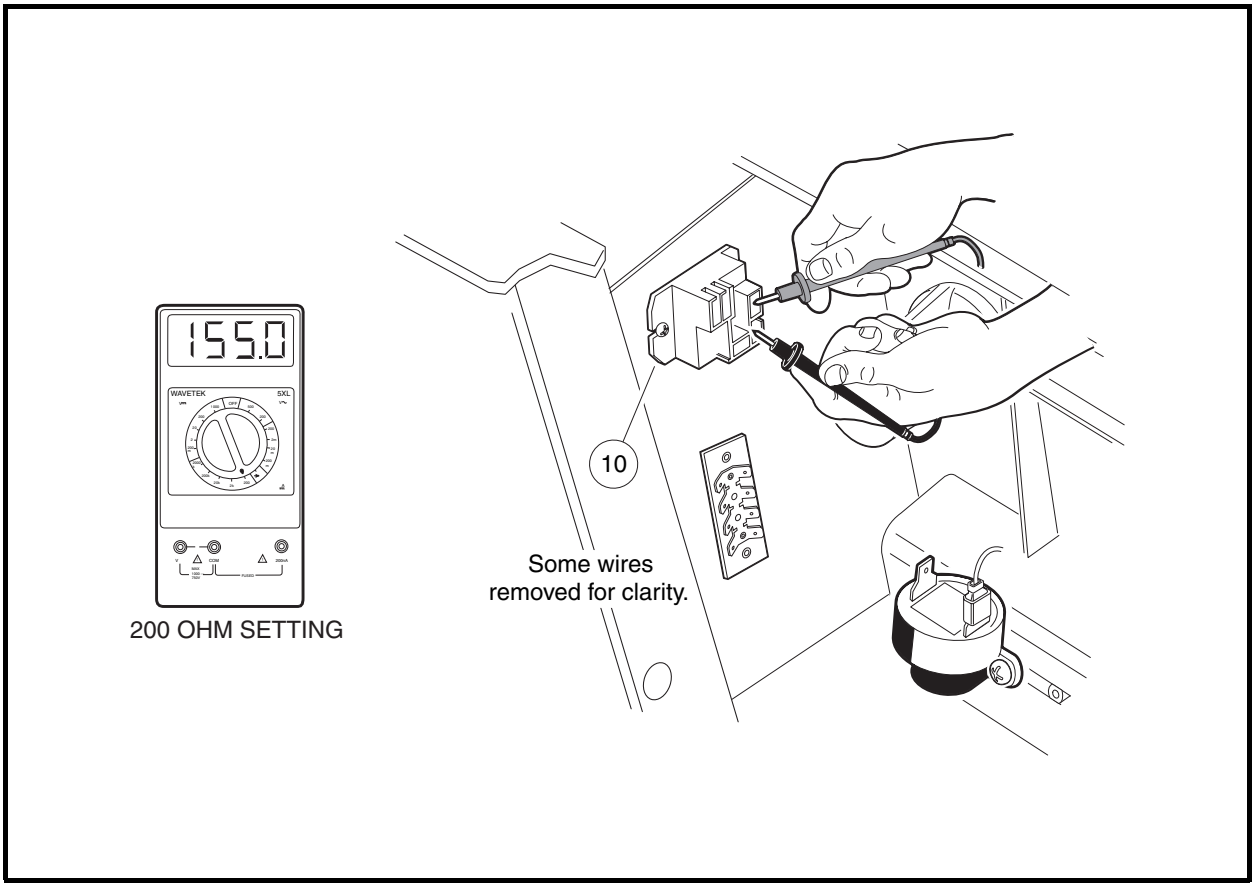

Figure 11-50 Brake Light Relay Coil Test
12.2. Using a multimeter set to 200 ohms, place the black (–) probe of the multimeter on one of the relay coil terminals **(Figure 11-50, Page 11-47)**. Place the red (+) probe on the other relay coil terminal. The coil resistance should be between 139 and 171 ohms. If the reading is incorrect, replace the relay. **See Brake Light Relay Removal, Section 12, Page 12-33.**